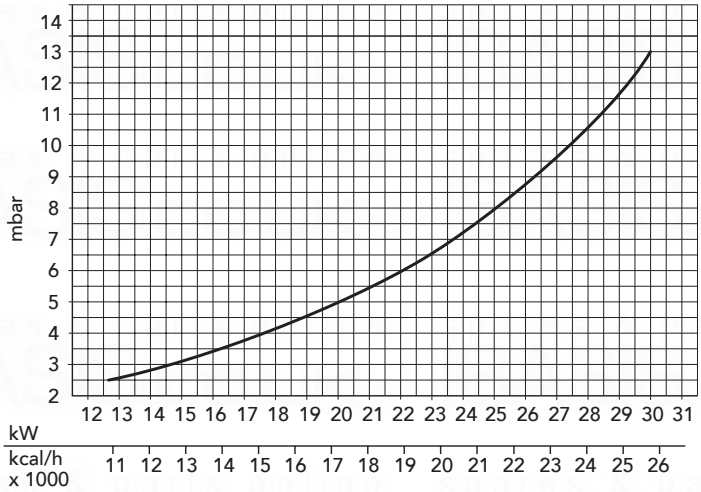

Fig. 4
N.B. - **The gas pressures at the burner and gas flows during the** central heating phase **given in the table refer to** nominal boiler output**. To reduce this output (where necessary), gas pressure must be reduced until the required output level is reached (see figures 4 and 5).**
To adjust boiler heat input (thus also regulating heat output to the central heating water) simply adjust the main burner via the electronic control board (fig. 4 and 5 and see paragraph 5.04 page 23).